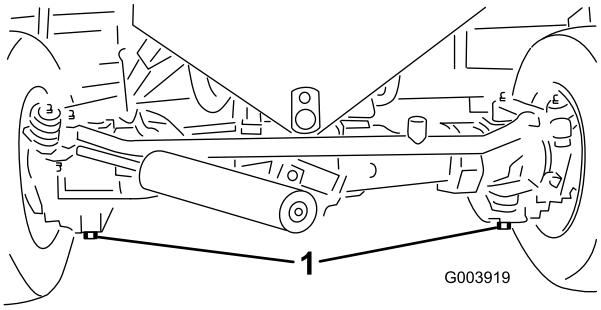

Figur 64
2. Gør området omkring aftapningspropperne rent (Figur 64).